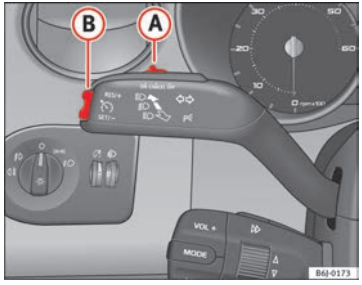

Fig. 127 Turn signal and main beam headlight lever: switch and rocker switch for the cruise control
- when the lever (A) is moved in the direction of **OFF** without fully being engaged.
To resume cruise control, release the brake or clutch pedal or reduce the vehicle speed to less than 180 km/h (110 mph) and press once on the upper part of the rocker switch **RES** ⇒ Fig. 127 (B). ■
The system **is completely turned off** by moving the control (A) ⇒ Fig. 127 all the way to the right hand side (OFF engaged), or when the vehicle is stationary, switching off the ignition.